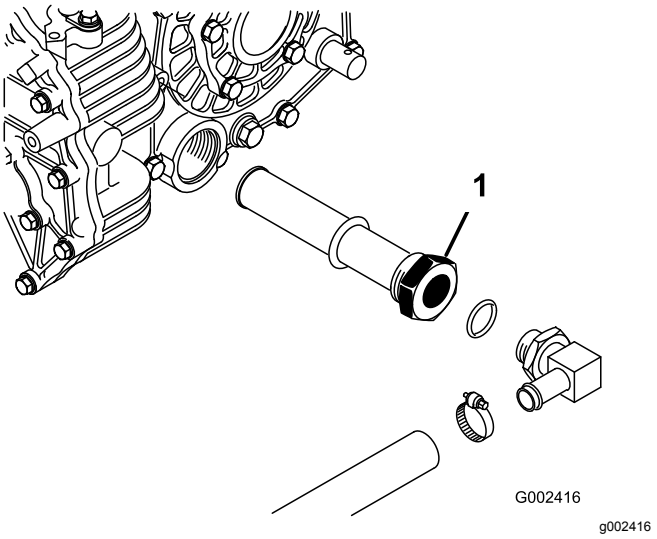

**Figuur 74**
3. Onthoud de positie van de hydraulische slang en de 90°-fitting voor de zeef aan de zijkant van het reservoir (Figuur 74).